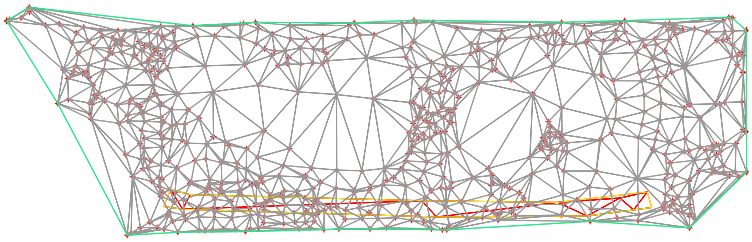

Figure 3-66 *The **EG** surface created after adding the point group*
5. Select the **_All Points** group and choose the **OK** button; the point group is added as the definition to the surface, as shown in Figure 3-66.